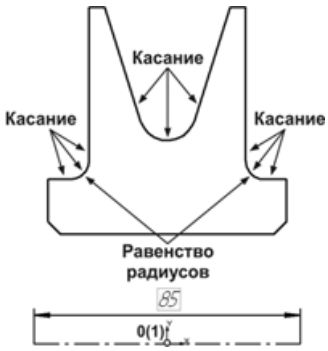

Рис. 6.81
- Наложите связь **Равенство радиусов** для двух небольших дуг в левой и правой частях контура (рис. 6.81). Для всех дуг и примыкающих к ним отрезков выполните **Касание**.